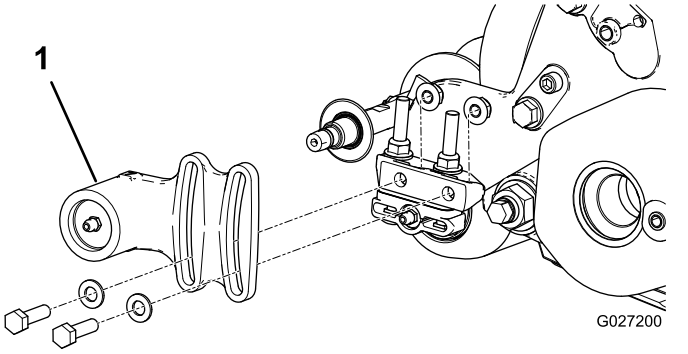
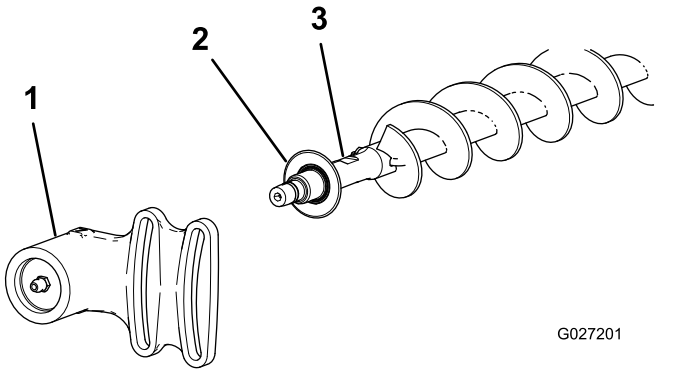

Figure 21
Figure 22
1. If a roller brush is installed on the cutting unit, remove the 2 bolts, washers, and nuts securing the non-drive bearing housing to the bearing-housing mounting bracket (Figure 21 and Figure 22).
2. Slide the non-drive bearing housing and the excluder seal off the brush shaft (Figure 22).
9. Install the excluder seal and the non-drive bearing housing onto the brush shaft (Figure 22).